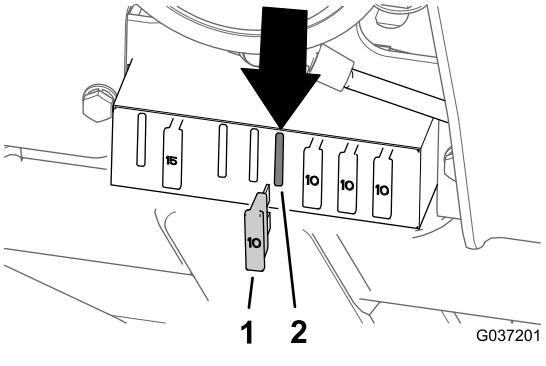

Figura 38
- Modelos 30654, 30657 e 30659 – 5.ª posição de fusível a contar da esquerda (Figura 38)